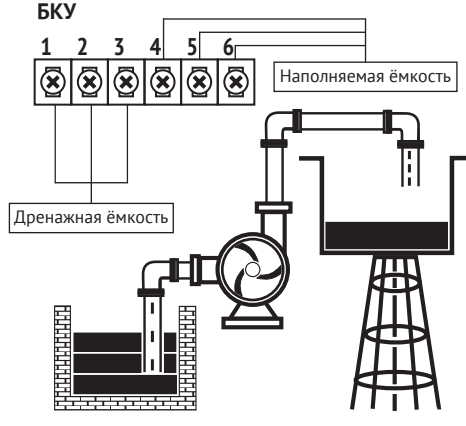

Рис. 4
Контакты БКУ ❶, ❷ и ❸ соответствуют показаниям контрольных устройств (пиктограммам) дренажной ёмкости, контакты ❹, ❺ и ❻ — наполняемой ёмкости (рис. 4).